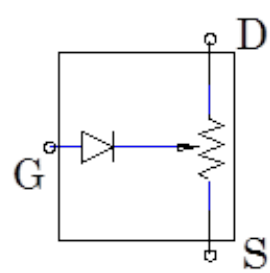
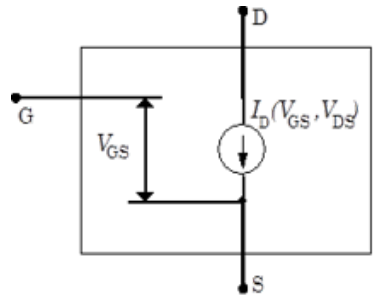

FIGURE 2. A simple JFET diode model.
FIGURE 3. Transconductance JFET model.
2.2. **JFET Characteristics and the Transconductance Model.** The JFET gate and drain-source form a p-n junction diode as in Fig. 1b; a very simple model of the JFET is shown in Fig. 2. Checking the internal diode between the gate and the drain or source with a DMM is a good, quick way of determining if a JFET is working; the diode is
This simple model is the origin of the names for the leads. For n-channel JFETs, electrons enter the device through the source, exit through the drain, and are controlled by the gate. But by convention we always speak of positive current flow; thus, while electrons enter through the source and go to the drain, positive (or conventional) current flows from the drain to the source.[4] A more useful JFET model replaces the variable resistor in Fig. 2 with a variable current source whose current depends on the gate voltage V_{GS} and the drain-source voltage V_{DS}, as shown in Fig. 3. The drain-source current is largest when the gate-source voltage V_{GS} is zero, typically several milliamps. As V_{GS} is made increasingly negative, the current decreases. When the gate-source voltage V_{GS} reaches a critical negative value, called the gate-source *pinch-off voltage* V_{P}[5], the drain current I_{D} is cutoff entirely and no current flows. The exact value of V_{P} depends on the particular type of JFET, and even varies substantially between JFETs of the same type, but is typically around -0.5 V to -10 V. Thus, as V_{GS} is raised towards 0 V from the pinch-off voltage, a non-zero current I_{DS} starts to flow. A typical plot of the current I_{DS} vs. gate voltage V_{GS} (called a JFET's *characteristic curve*), is shown in Fig. 4a.